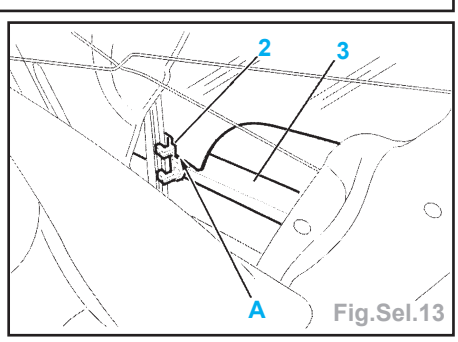

Fig.Sel.13
- le joint lécheur extérieur (1).
- Remonter la glace jusqu'à l'apparition de l'agrafe (2) juste au-dessus de la traverse (3) (Fig.Sel.13).
- Dégager la vitre (2) du coté panneau de porte en A en la contraignant avec la main vers le bas.